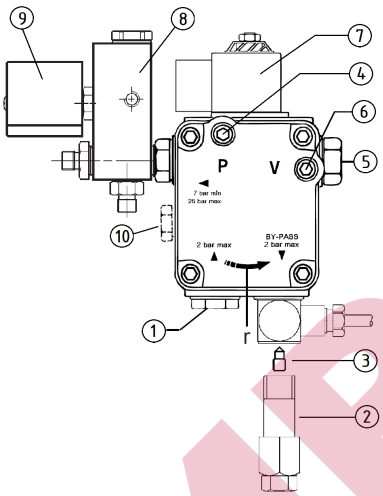

рис. 8
**В системе, изображенной на рисунке 7,** достаточно ослабить штуцер вакуумметра (6, рис. 8) и подождать, пока не начнет выходить топливо.